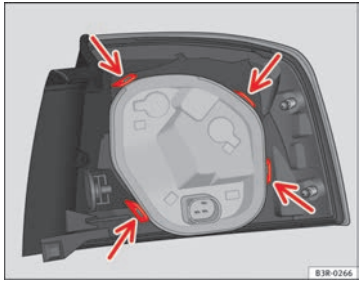

Fig. 225 Securing the bulb holder in the tail light unit
– Check that all four retaining tabs ⇒ fig. 225 -arrows- have engaged.